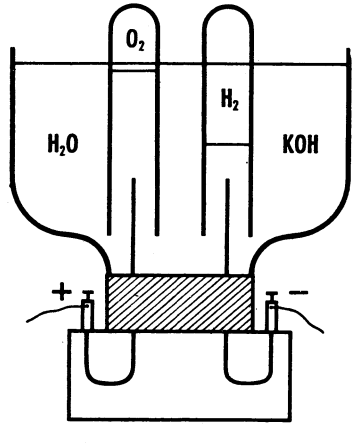

FIG. 64
3) La electrólisis del agua acidulada (SO_4H_2) o con una base (KOH), que actúan como electrólitos (fig. 64):